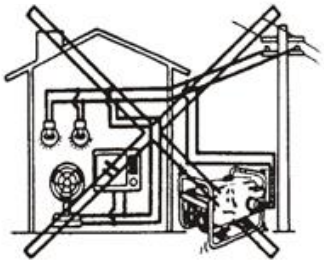

Рис. 29
5.4 Засоби під’єднання проілюстровані нижче (Рис. 29).